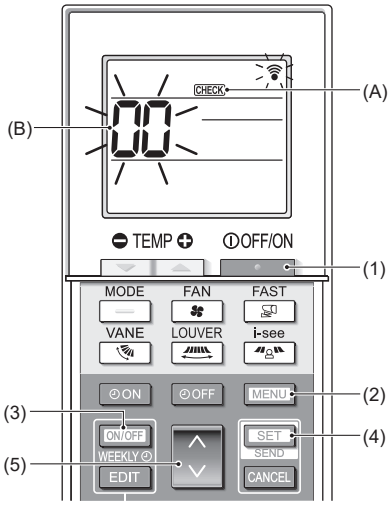

Fig. 7-6
7.3.2. Per il regolatore a distanza senza fili (Fig. 7-6)